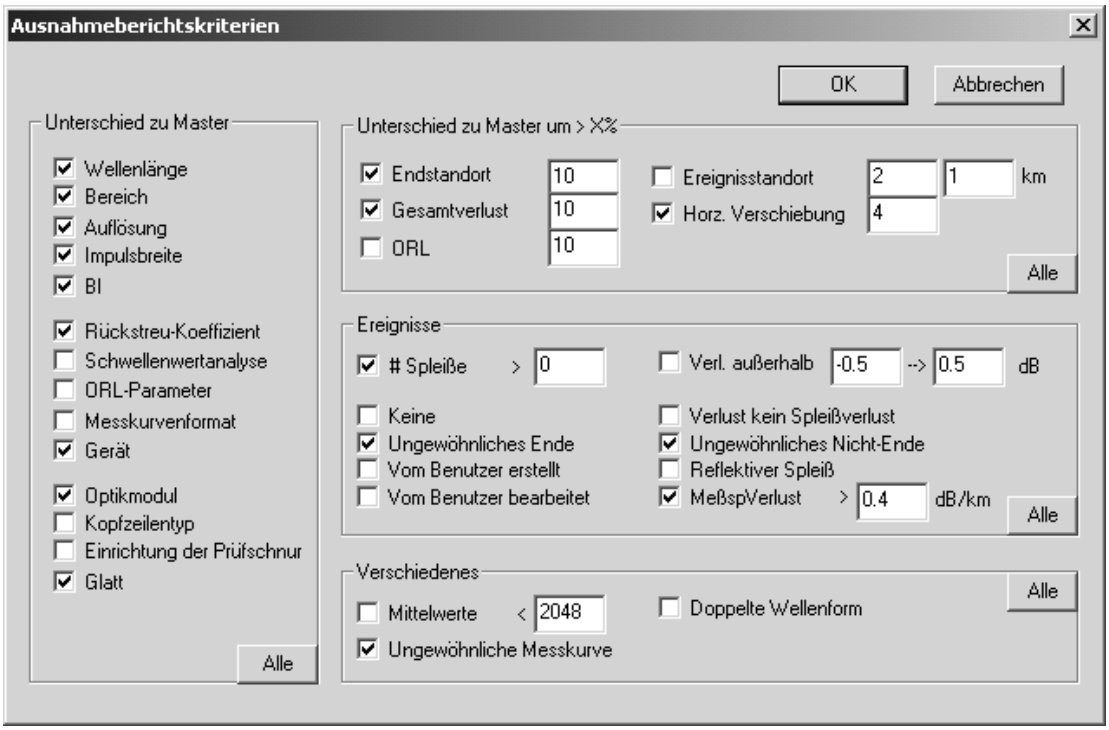

Abbildung F-2: Dialogfeld Ausnahmebericht
7. Wählen Sie die gewünschten Kriterien im Dialogfeld Ausnahmebericht (Abbildung F-2) und klicken Sie auf OK.